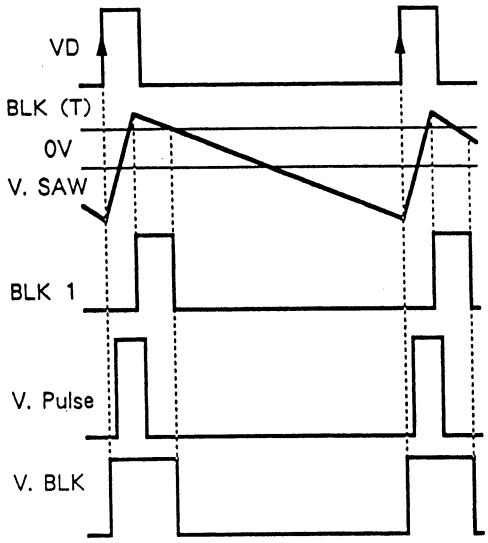

Fig. 4-6.
1) V. BLK ····· The position of BLK has been fixed so that even if the size is altered, the on-screen position of BLK will not change. By performing slice and comparing operations on a certain level of V. SAW, a pulse such as BLK 1 that is shown in Fig. 4-6 is created (IC220). If the bias of BLK (T) in Fig. 4-6 is structured by adding a retrace line, as well as VD and V. Pulse so that BLK is effected during a H. STOP.